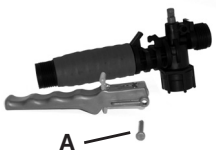

Figure 20
2) Remove the retaining pin (A) (Figure 20). Place the notched end of the retaining pin on a hard surface and push down. Remove the retaining pin when it pops up and slide the handle off the valve.